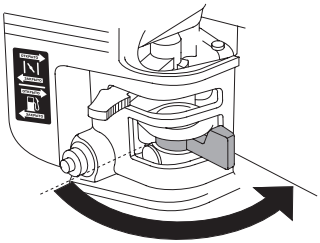

Рис. 23. Рычаг топливного крана
4. Откройте топливный кран переводом рычага в крайнее правое положение (Рис. 23).